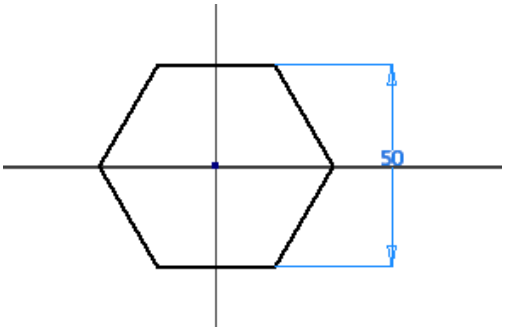

Figure 17-37 *Sketch for creating the Hexagonal shaft*
4. Create a hexagon on the XZ plane, as shown in Figure 17-37.